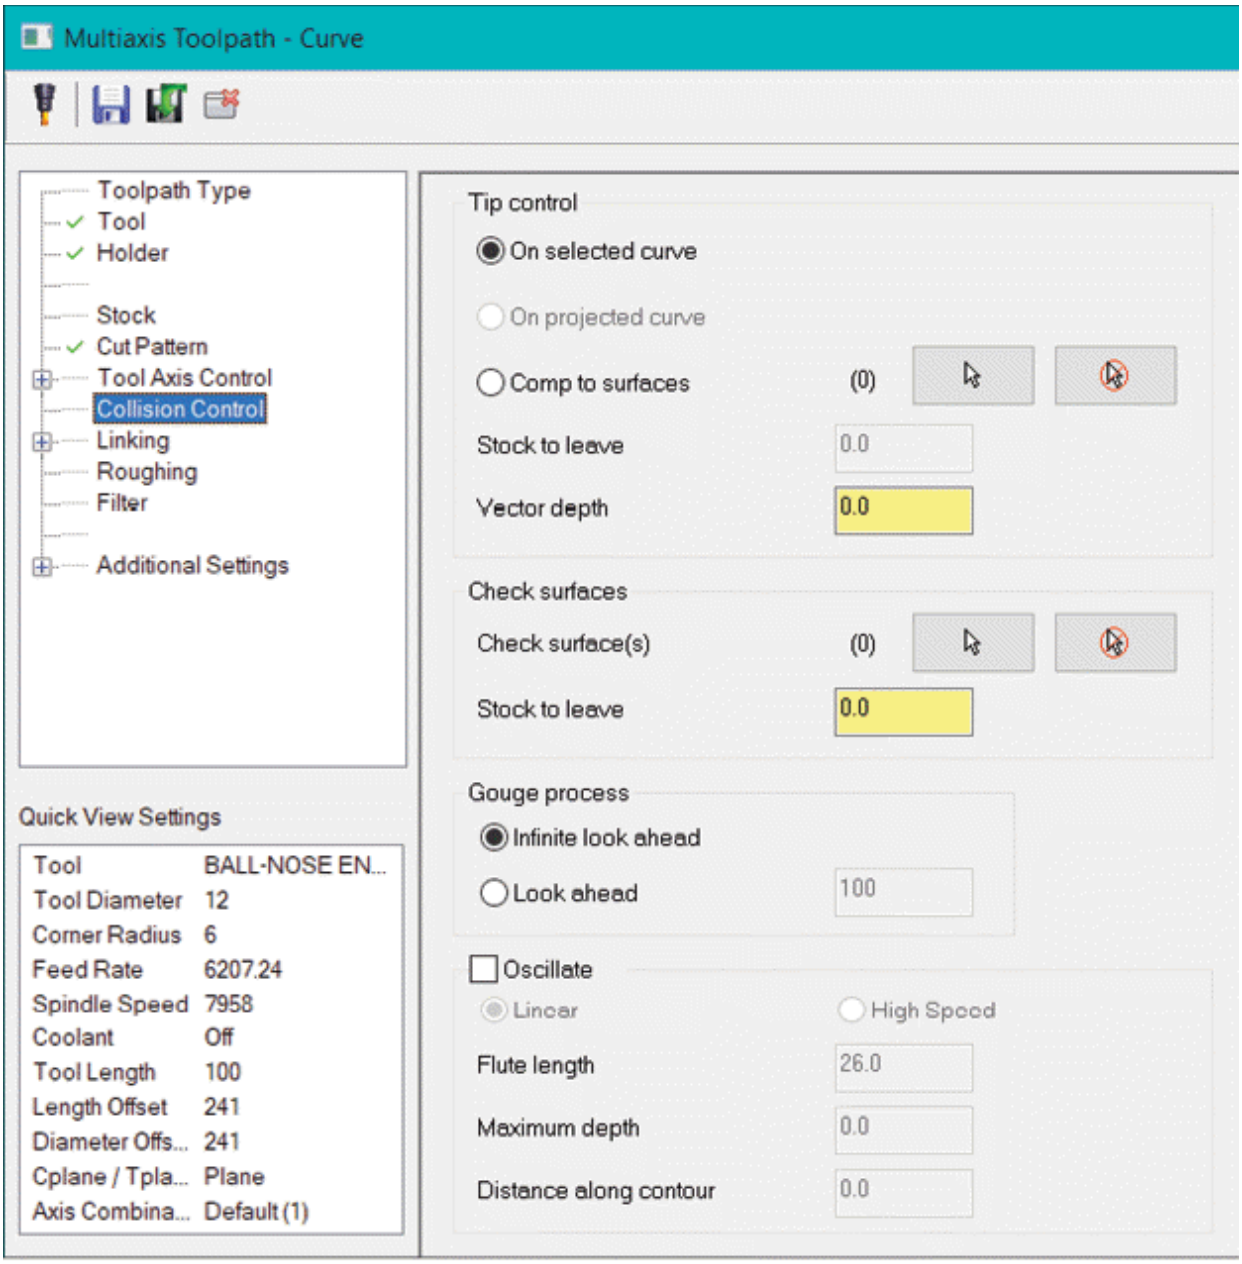

Figure-4. Collision Control options
- Click on the **Collision Control** option from the left area of the dialog box to define parameters related to collision avoidance by cutting tool; refer to Figure-4.